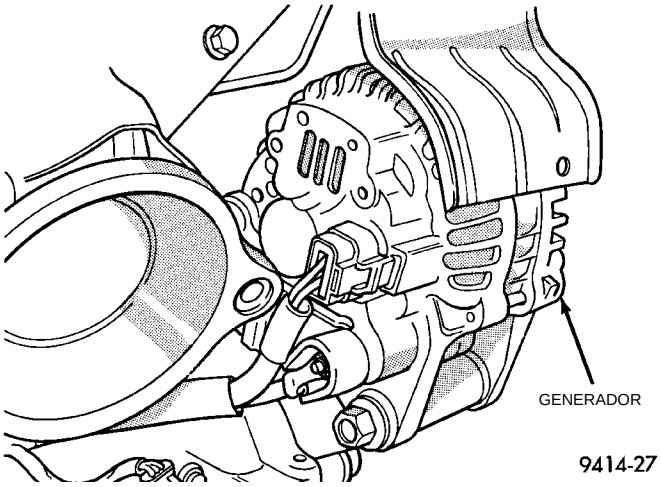

Fig. 44 Generador
(17) Inspeccione las conexiones eléctricas del generador (Fig. 44). Verifique que la correa del generador no esté vidriada o dañada.